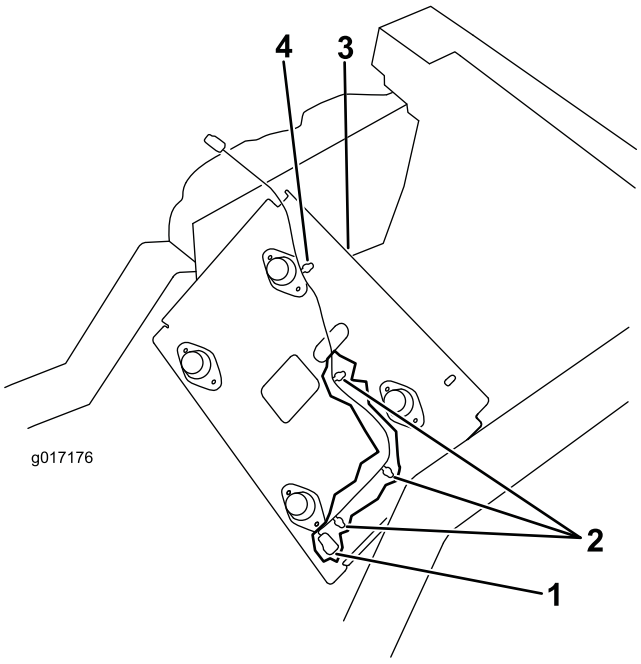

Figura 6
3. Collegate i nuovi cavi al cablaggio del trattorino (Figura 6)
4. Inserite le (3) fascette di cablaggio nei fori della piastra del sedile (Figura 6).
5. Infilate i cavi verso l'alto attraverso il foro nella base del sedile e inserite le fascette di cablaggio restanti nel foro della base del sedile (Figura 6).